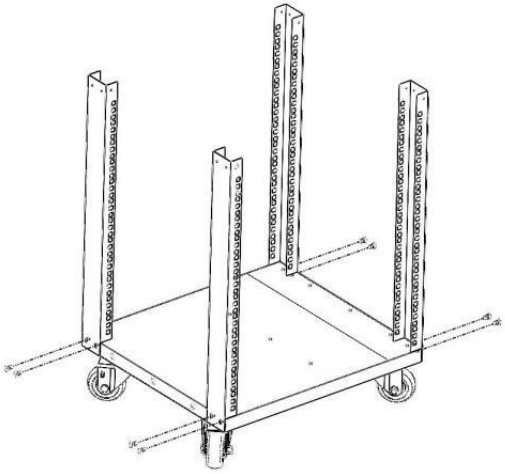

Figur 2
2. Rikta in de hörn stöd ( ③ ) med bottenpanel ( ② ) , säkra med 2 st M 5 monteringsskruvar (⑦) fästs med en elektrisk skruvmejsel . sedan antas samma steg för att fästa resten av de 3 hörnstöden (③) Se Figur 2 .